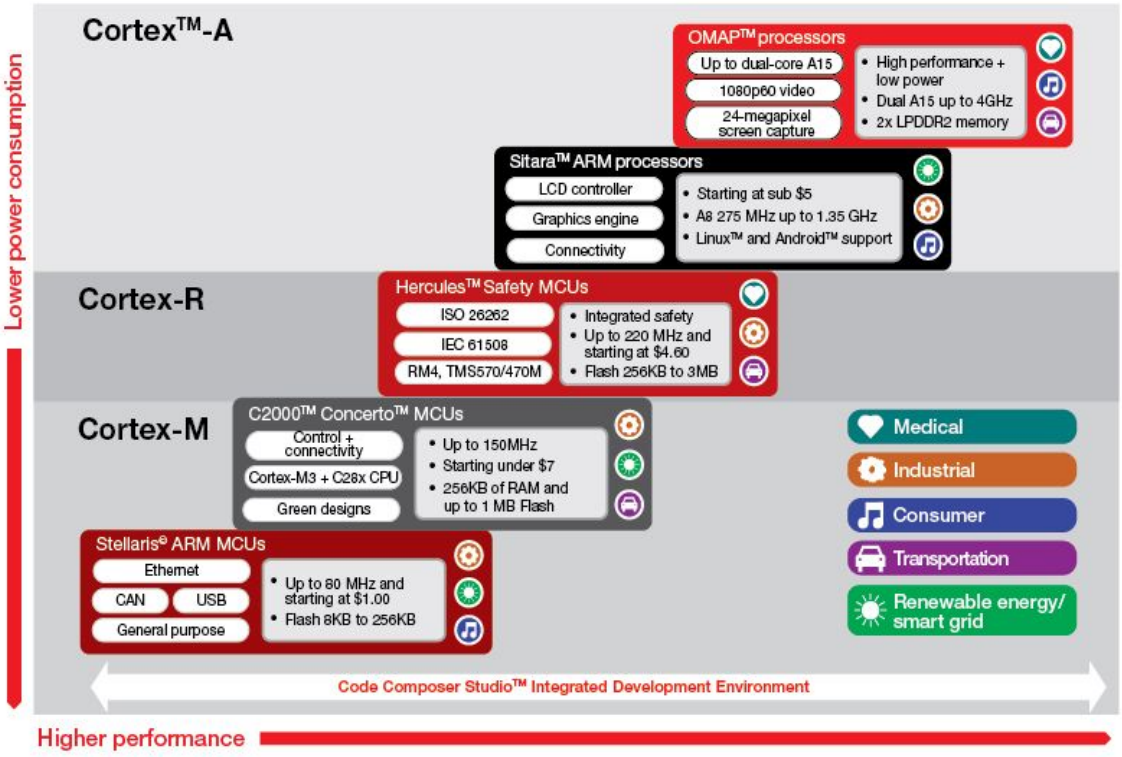

Figure 1: Texas Instruments ARM Processing Portfolio - Aug 2012
Texas Instruments' (TI) ARM based platforms are outlined in Figure 1, below.